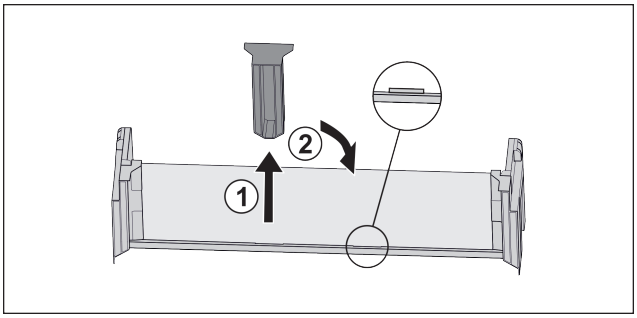

Fig. 17
▶ Витягнути середню деталь для підтримки *Fig. 17 (1)*.
▶ Вставити середню деталь для підтримки на друге положення *Fig. 17 (2)*.